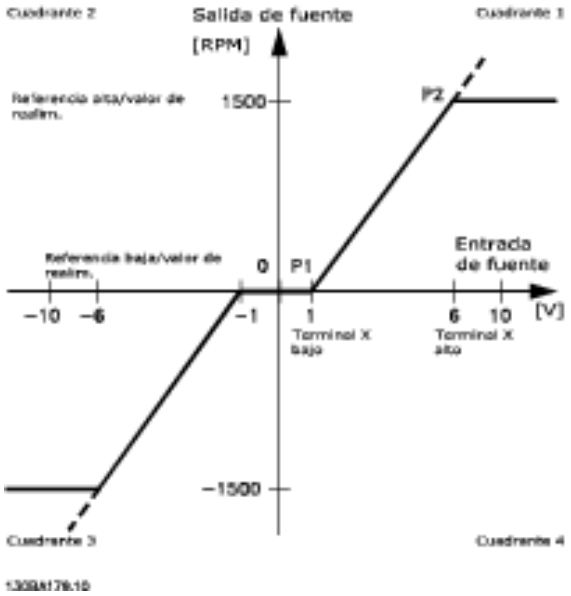

Ilustración 3.19 Banda muerta
- El valor de referencia mínimo o bien el valor de referencia máximo debe ser igual a cero. En otras palabras; P1 o P2 deben estar en el eje X en la *Ilustración 3.19*.
El tamaño de la banda muerta se define mediante P1 o P2, tal como se indica en la *Ilustración 3.19*.